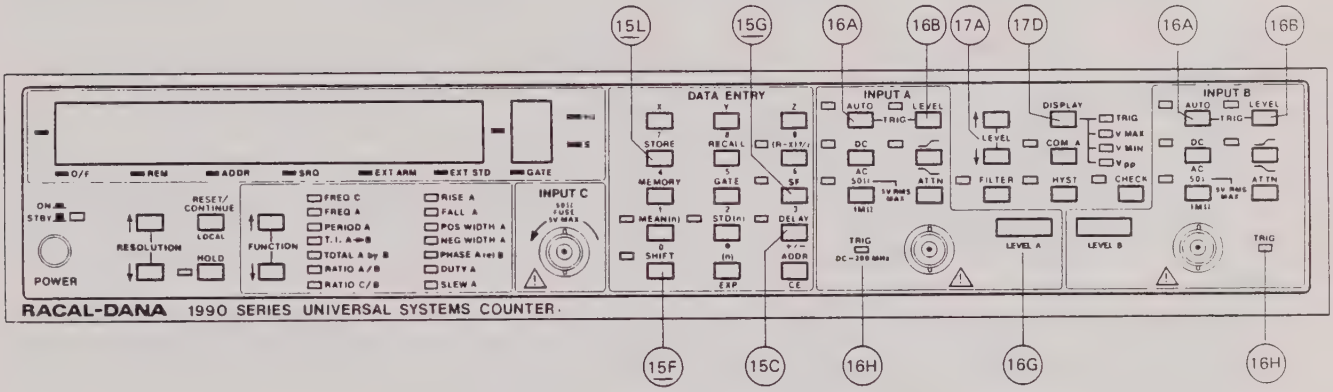

Figure 3.1 - Trigger Level Setting
3.4.2.1.1 Refer to Figure 3.1 for this subsection. The 1995/1996 both provide manual and automatic (including single-shot) trigger setting for Inputs A and B. Manual trigger selection involves setting the levels in ±5V, ±50V, and ±250V ranges, with corresponding resolutions of 10 mV, 100 mV, and 1V. These ranges correspond to attenuation settings of 1X, 10X, and 50X and LEVEL A and B trigger displays of X.XX, XX.X, and XXX., respectively. Auto-Trigger level is the mean of the positive and negative-peak values of the input signal as automatically determined by the counter.